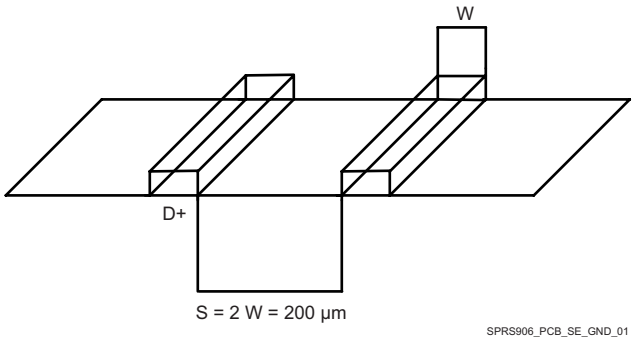

Figure 8-29. Ground Guard Illustration
- For a line width equal to W, the spacing between two lines must be 2W, at least. This minimizes the crosstalk between switching signals between the different lines. On the PCB, this is not achievable everywhere (for example, when breaking signals out from the device package), but it is recommended to follow this rule as much as possible. When violating this guideline, minimize the length of the traces running parallel to each other (see Figure 8-29).